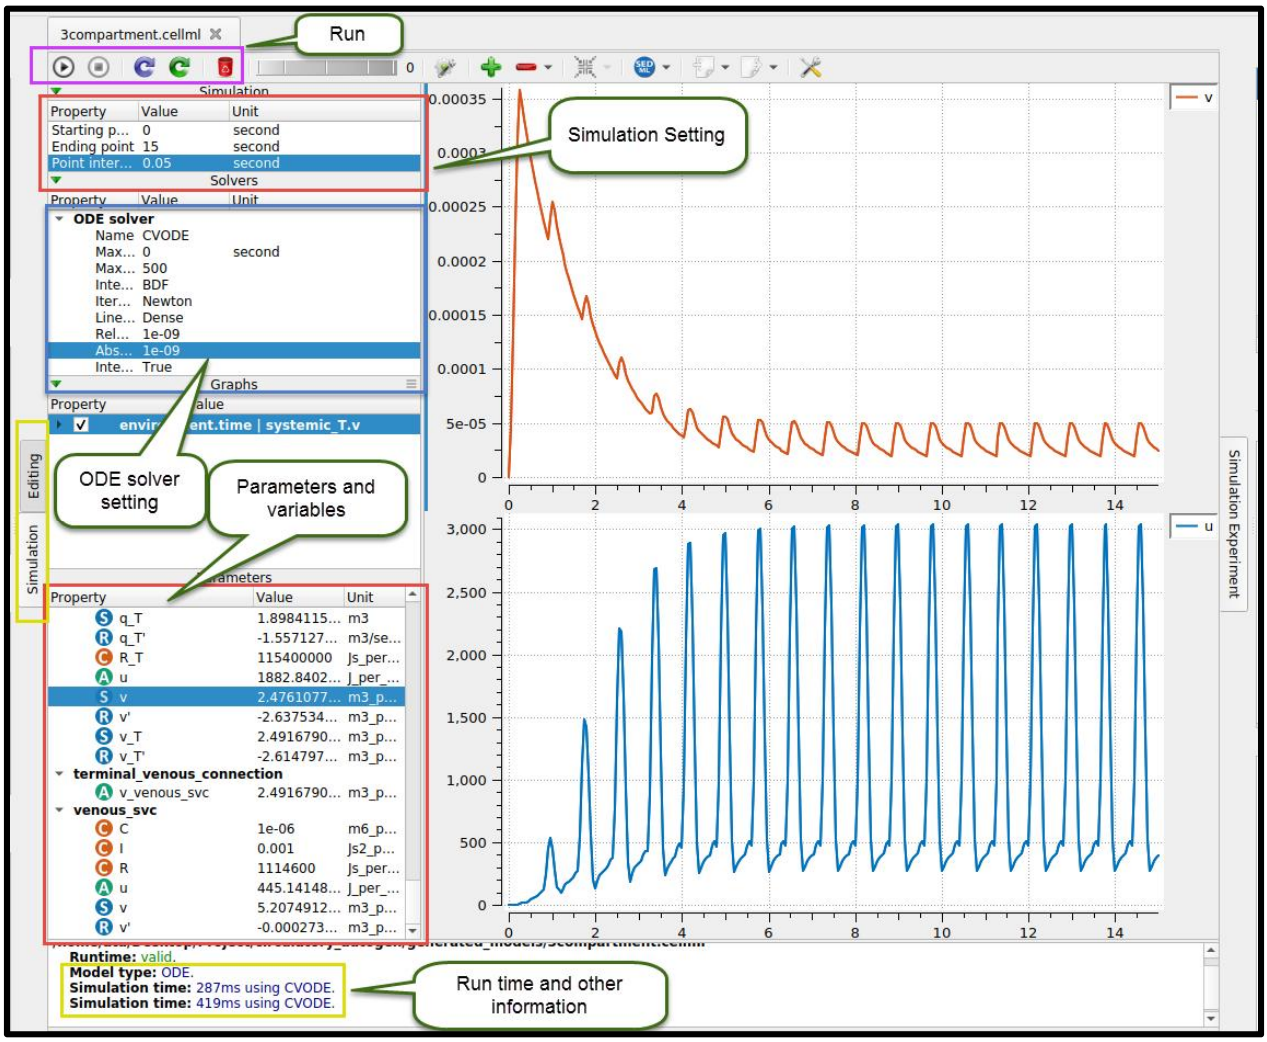

Figure 9
8) When [file_prefix].cellml is opened in the openCOR, click on the simulation bottom on the left side of the code (as shown in Figure 9, with a yellow box). If everything goes well and there is no rational or programming error, openCOR shows you a new page (Figure 9). Several individual parts on this page are:
The run part is on the top left section, as shown in purple color in Figure 9. The model can be run after accomplishing the required setting. Click on the triangle bottom to run.
The results will be shown after running the model. These results include run-time, settings, and other related parameters, as shown in the yellow box at the bottom (Figure 9).